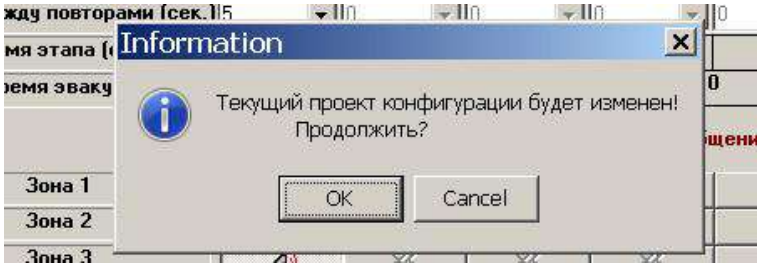

Рис. 51.
- Нажмите на командную кнопку «Чтение». Появится диалоговое окно показанное на рис.51.